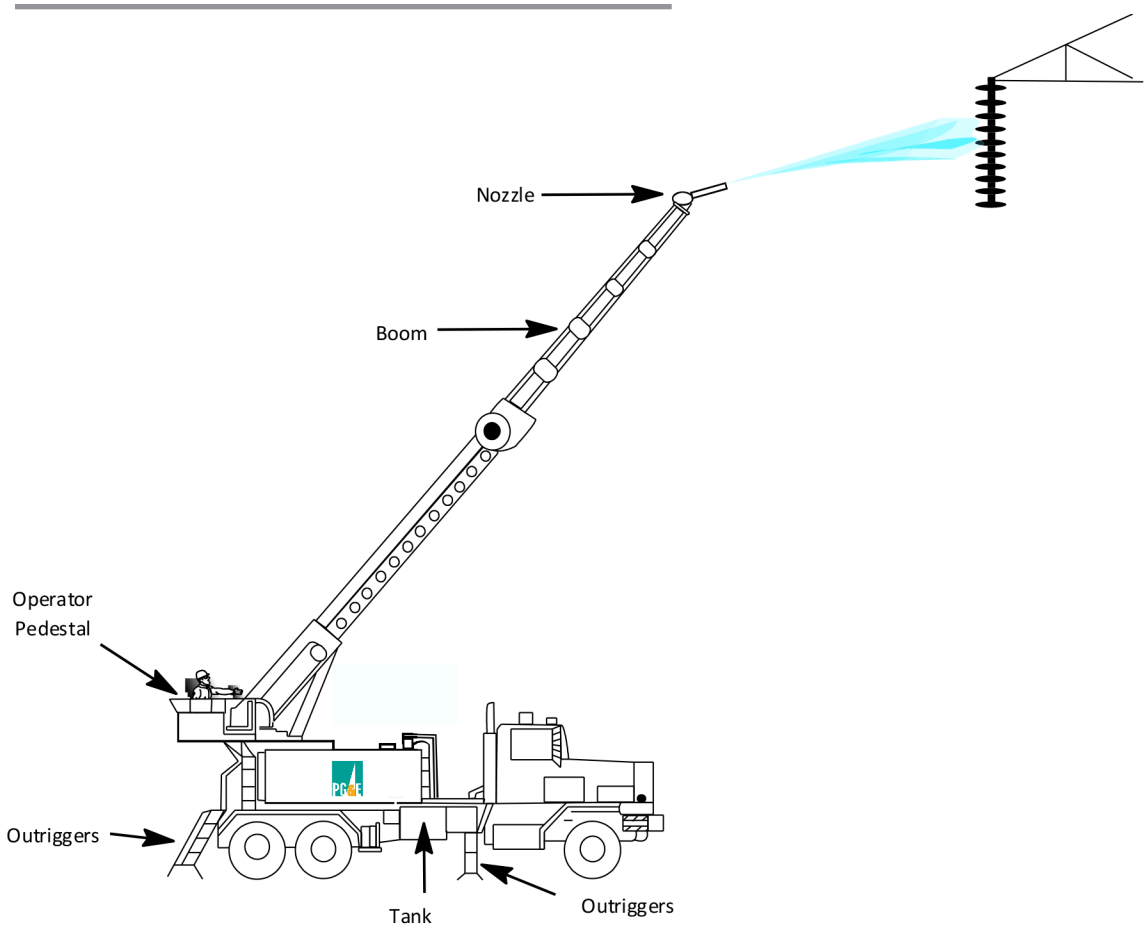

Figure 5.12. Production Washer Operation.
C. The truck is diesel-powered and has a **2,000-gallon, stainless tank** mounted on the frame. (See Figure 5.12.)